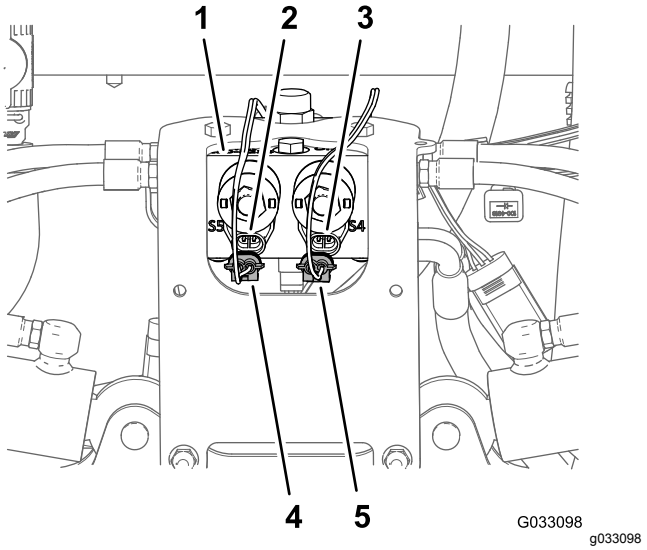

Figur 31
1. Frakobl konnektoren med 2 ben på den soniske boms ledningsnet fra højre cylinderaktiveringssolenoides konnektor med to ben på løftecylindermanifolden (Figur 31).
2. Frakobl konnektoren med to ben på det soniske bomsæts ledningsnet fra venstre cylinderaktiveringssolenoides konnektor med to ben på løftecylindermanifolden (Figur 31).